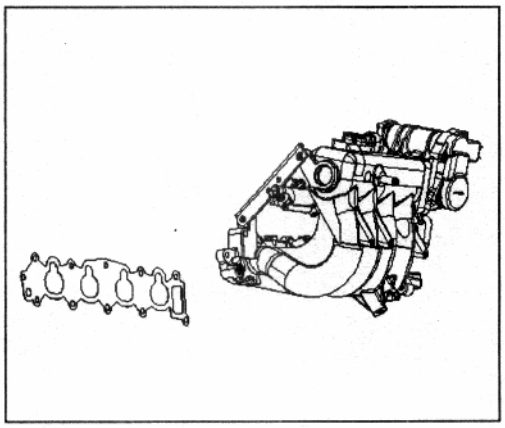

Рис. 25
- Установите новую прокладку впускного коллектора (Рис. 25).